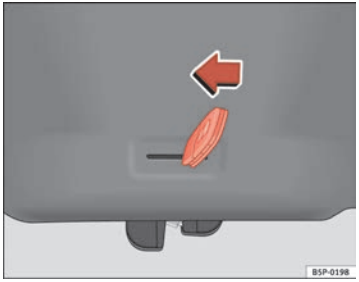

Fig. 46 Portón trasero: apertura de emergencia
– Introduzca el espadín de la llave en la ranura y desbloquee el sistema de cierre, dirigiendo la llave de derecha a izquierda, tal como indica la flecha ⇒ fig. 46. ■